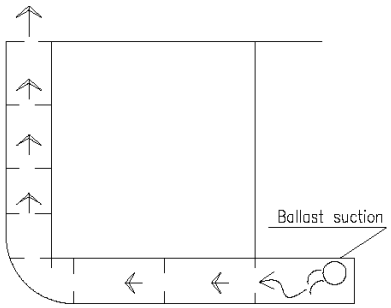

Figure 3 Ventilation with supply from inert gas fan through ballast suction
4. Connection between the inert gas line and the water ballast line for fresh air supply through ballast line for fresh air supply through ballast suctions (see Fig. 3);